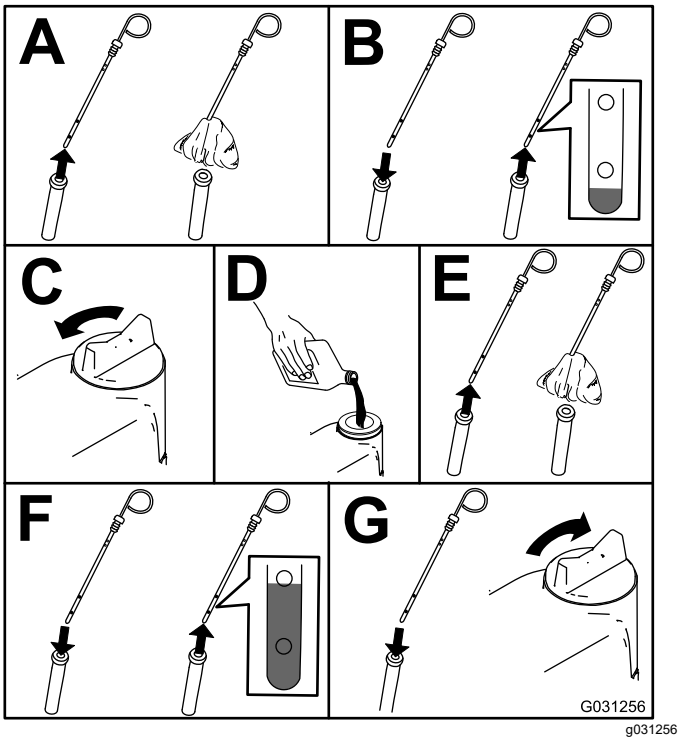

Рисунок 49
2. Проверьте уровень масла в двигателе, см. Рисунок 49.